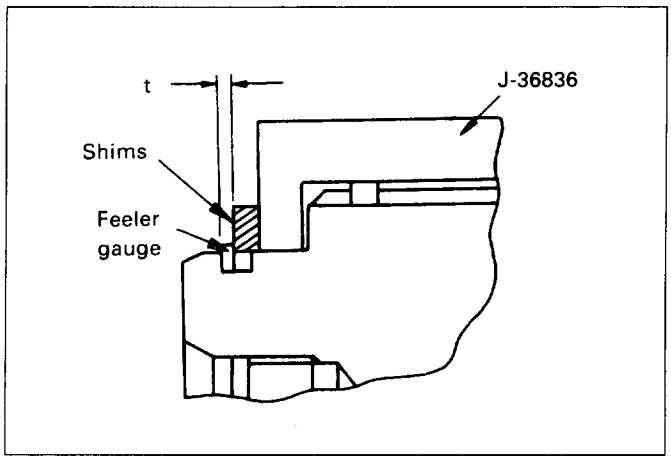

Fig. 4C-97
5) Remove shim pack and special tool J-36836, leaving the inner cam in position (Fig. 4C-99).